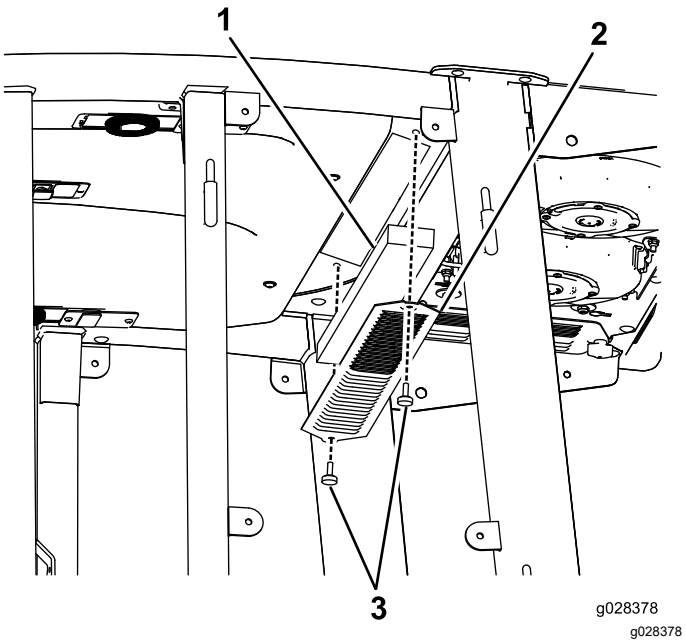
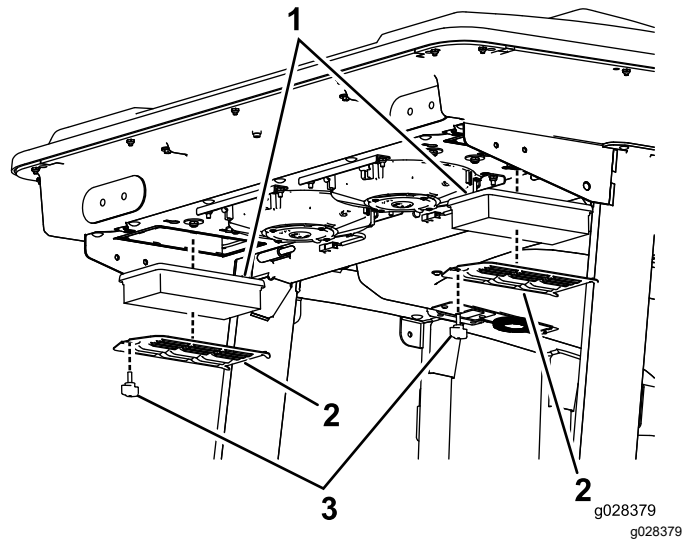
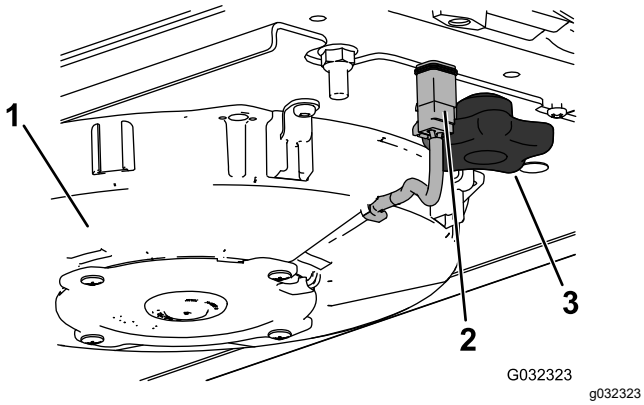
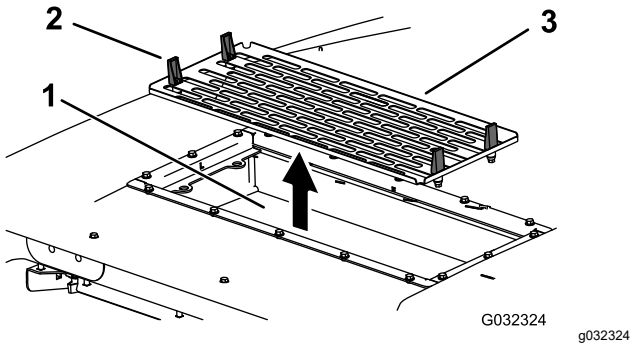

Figur 115
Figur 116
Figur 118
Figur 119
1. Ta bort de skruvar och galler som sitter över luftfiltren både i och bakom hytten (Figur 115 och Figur 116).
4. Ta bort luftfiltren (se Figur 116).
6. Montera luftfiltren, filtret och fläktenheten igen (Figur 116, Figur 118 och Figur 119).
7. Anslut kabeln för varje fläkt (Figur 118).